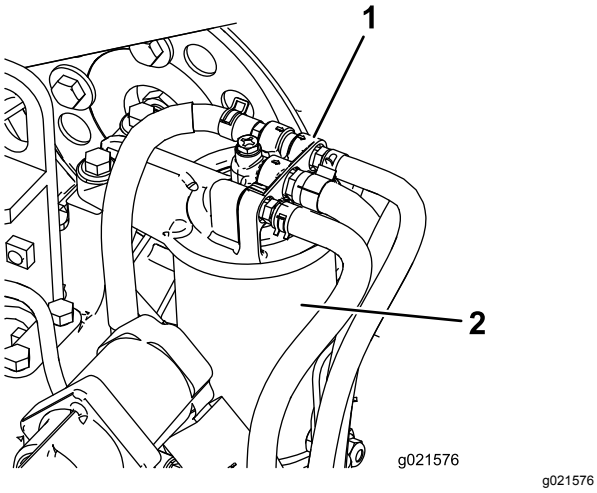

**Figur 89**
1. Rengjør området rundt motordrivstoff-filteret (Figur 89).
2. Fjern filteret og rengjør hodemonteringsoverflaten (Figur 89).